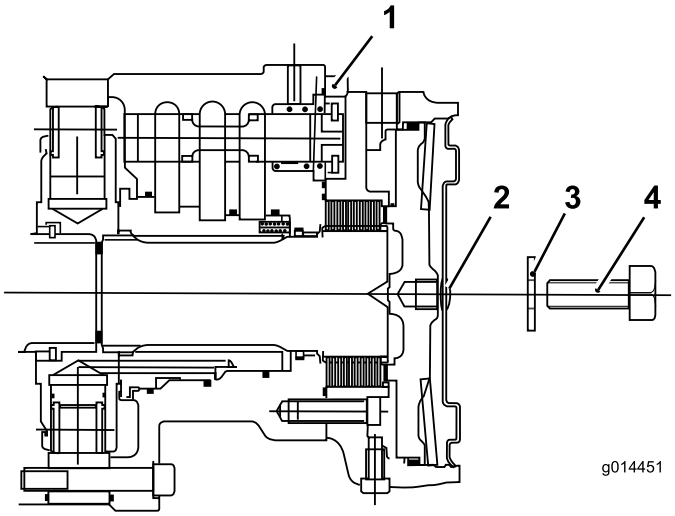

Figur 65
C. Monter den sekskantede prop på motorens endeplade (Figur 65).